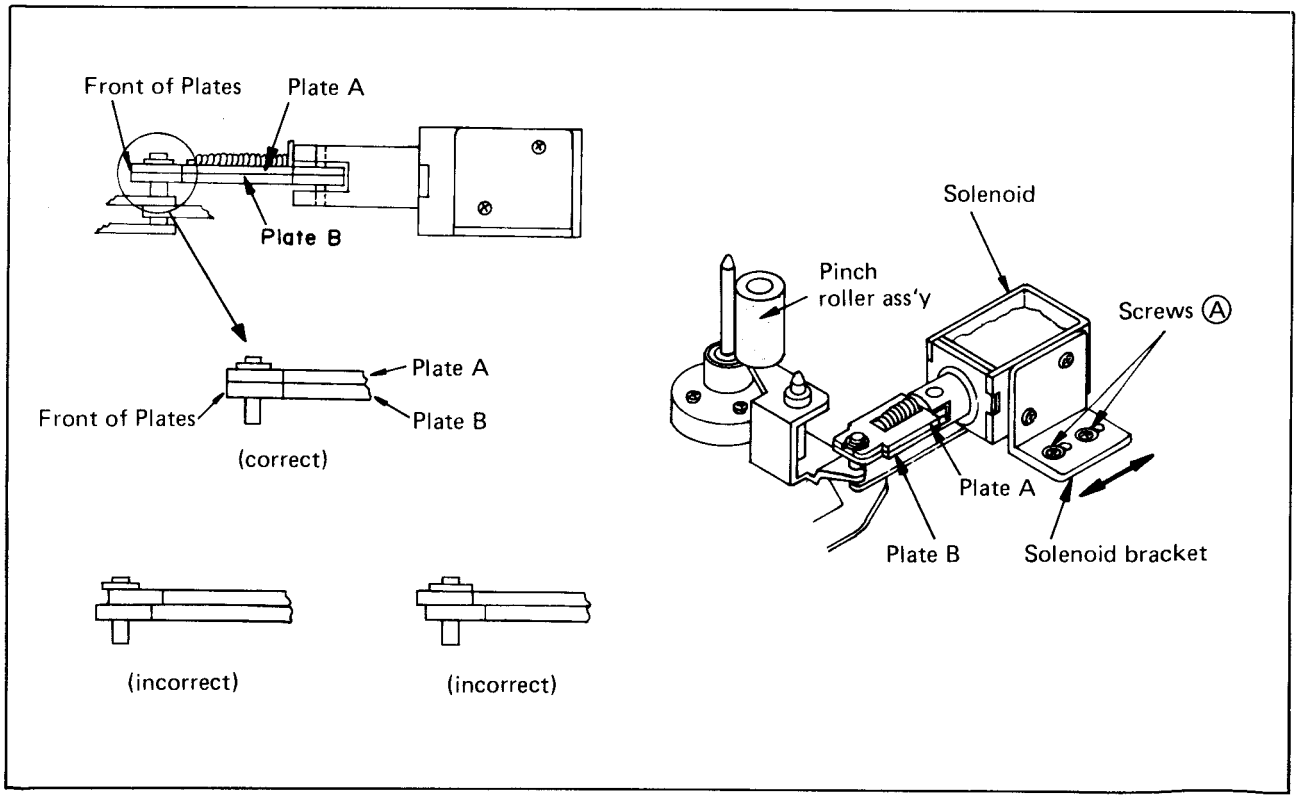

Fig. 4-29
2. Refer to Fig. 4-29. Loosen two screws Ⓐ and adjust front to rear position of pause solenoid so that leading edges of plate A and plate B are aligned.